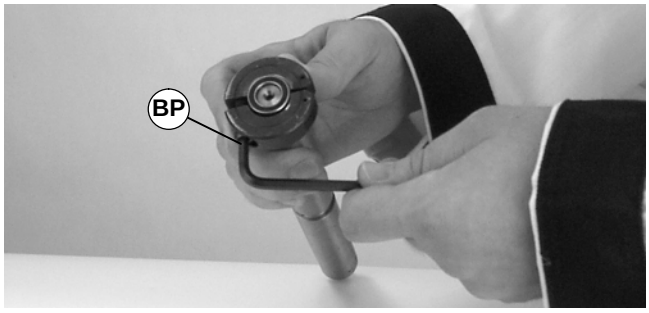

Abbildung 47
2. Mit einem 3/16¨ Innensechskantschlüssel (BP siehe Abbildung 47) das Werkzeug fest anziehen.